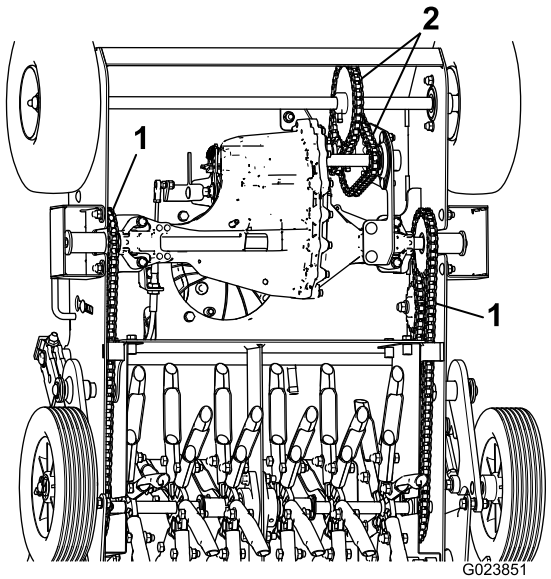

Figure 19
2. Élevez l'avant de la machine pour accéder aux chaînes (Figure 19) et bloquer la machine en place.
3. Faites tourner les arbres avant et appliquez de l'huile ou du lubrifiant pour chaînes sur les maillons du brin inférieur des chaînes d'entraînement avant (Figure 19).
4. Contrôlez l'état, l'usure et la tension des chaînes d'entraînement avant (Figure 19).
5. Faites tourner les arbres des louchets avant et appliquez de l'huile ou du lubrifiant pour chaînes sur les maillons du brin inférieur des chaînes d'entraînement des louchets (Figure 19).